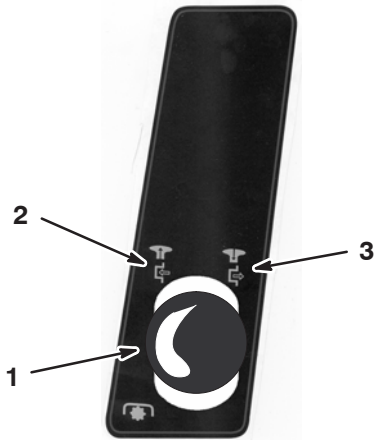

Figur 10
4. Koble fra knivene (kraftuttak). Se figur 10.